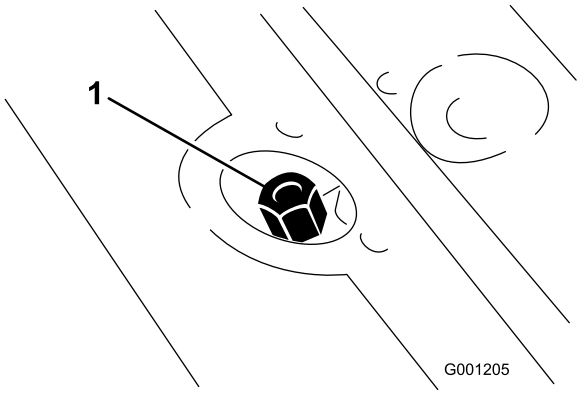

Figur 25
7. Fjern peilestaven (Figur 25), og tørk den med en ren klut.